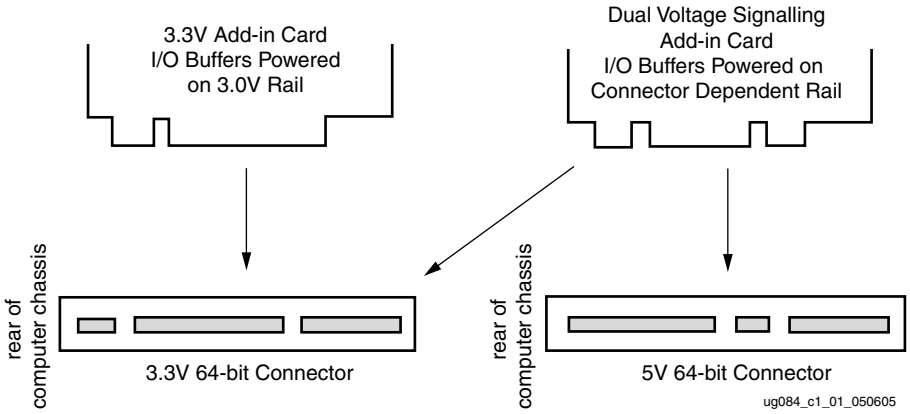

Figure 1-1: **Add-in Card Connectors**
This kit provides a development platform for designing and verifying Virtex™-4 FPGA based PCI and PCI-X applications utilizing Xilinx PCI LogiCORE™ intellectual property (IP) cores in a 3.3V signaling environment. The ML455 is intended to plug-in to a 3.3V keyed system board. The ML455 board is not a Universal add-in card nor is it intended to plug into a 5V keyed system board. Figure 1-1 shows how to identify a 3.3V system board slot (left side) from a non-supported 5V-system board slot (right side).